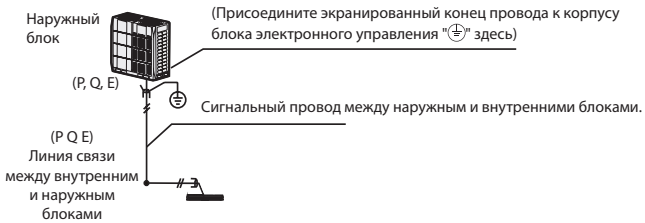

Рис. 8.6
- Экранирующую оплетку следует правильно заземлить. Для повышения стабильности системы связи у внутреннего блок необходимо установить внешний резистор между клеммами P и Q (см. рисунок 8.6).